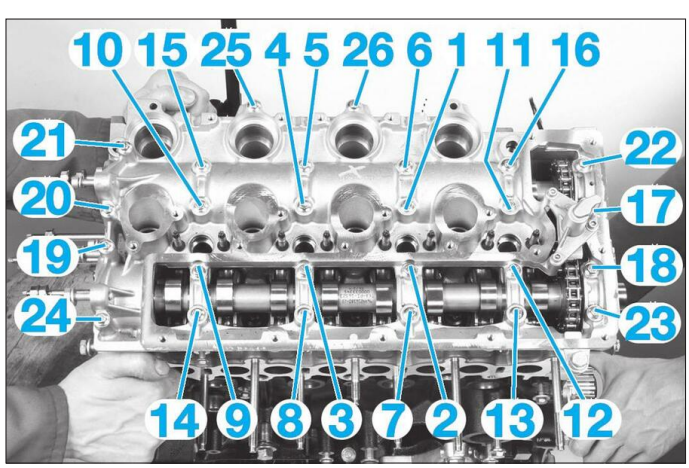

**Fig. 58**
• Serrer le carter d'arbres à cames dans l'ordre et aux couples de serrage prescrits **(Fig.58)**.